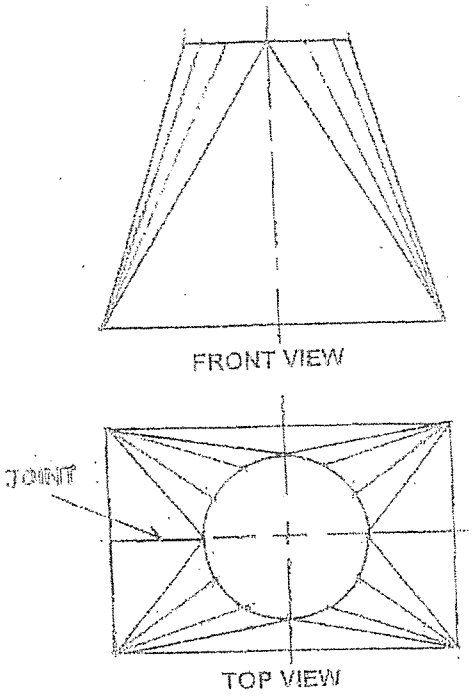

FIGURE 2
8.4 FIGURE 2 DIAGRAM SHEET 1 shows the arrangement of the tungsten inert gas (TIG) welding system.